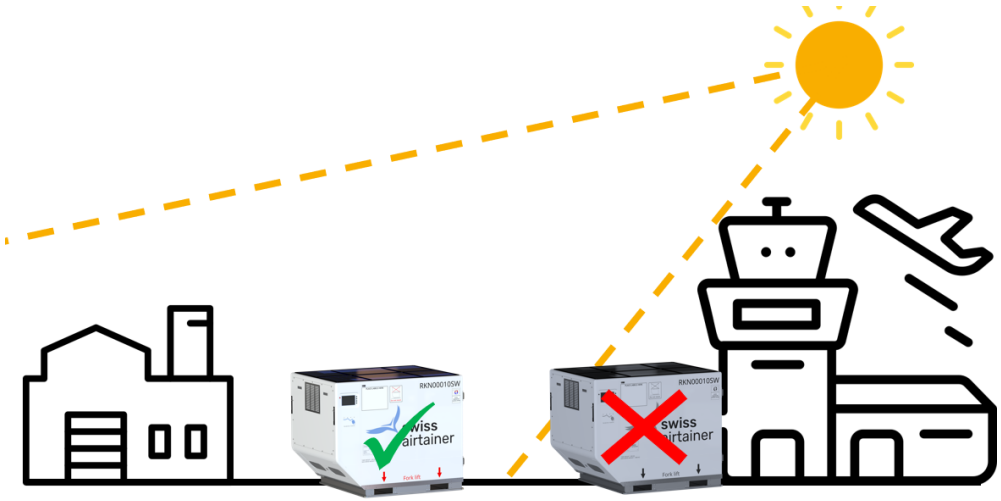

Figure 4 - Positioning of RKN for proper sunlight illumination
1. Place the container outside (§4.3.1) during the day and ensure direct illumination from sun as much as possible (Figure 4);